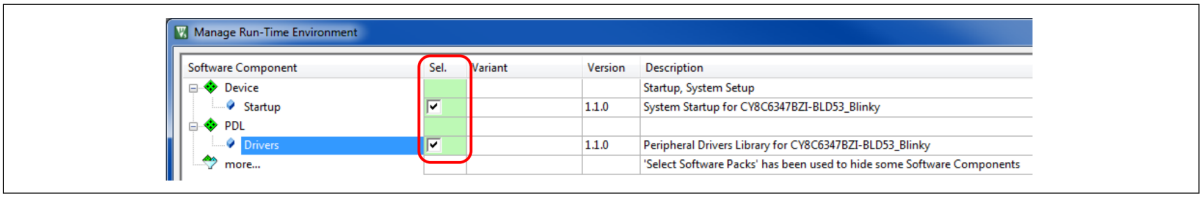
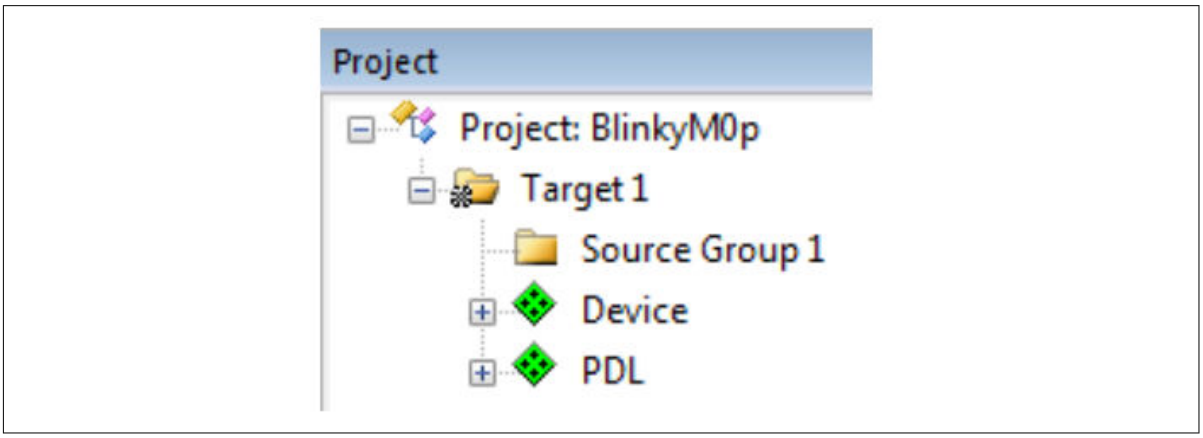

**図 17　　パック開始と PDL ドライバーファイルの選択**
**図 18　　初期プロジェクト生成**
**OK** をクリックしてください。図 17 に示すように、**Manage Run-Time Environment** ダイアログが変わります。Device Startup と PDL Drivers を選択し、**OK** をクリックしてください。図 18 に示すように、Target 1、Source Group 1、および Device startup と PDL ファイルでプロジェクトが作成されます。